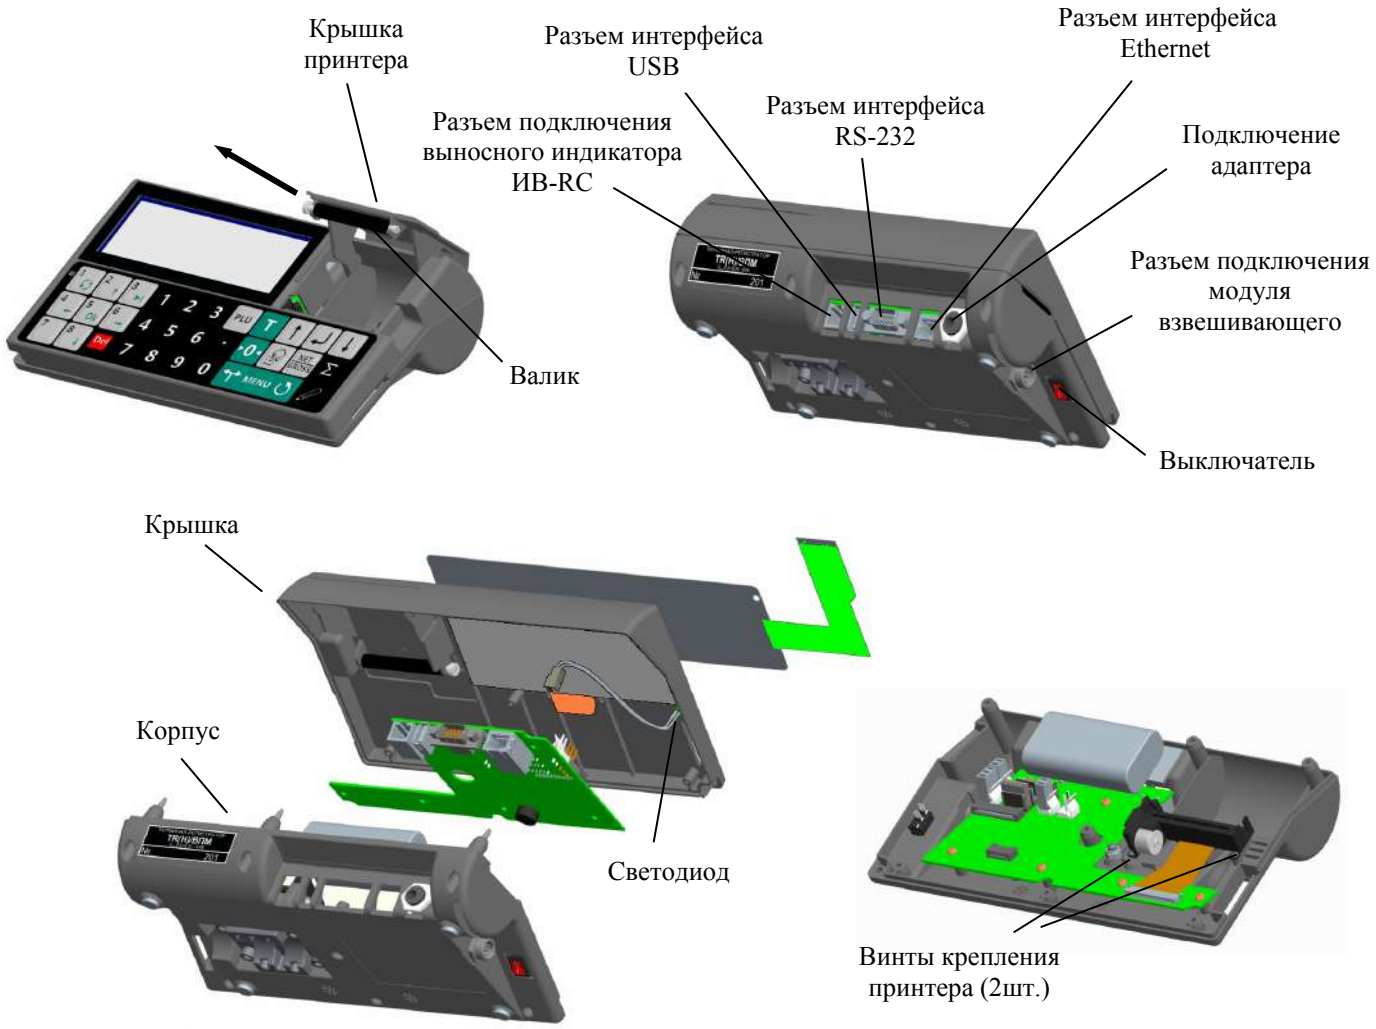

Рис. 7.6 - Терминал RC
7.6.2.5.2 Потянув за один конец валика (показано стрелкой на Рис. 7.6), затем за другой, снять валик с фиксаторов и установить новый.